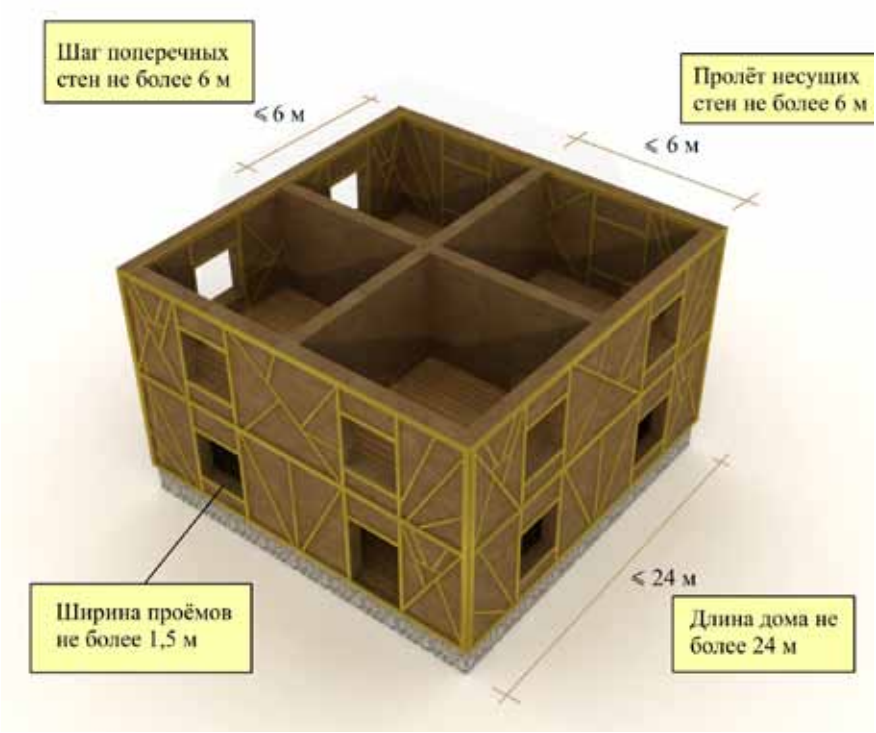

Рис. 6.1. Предельные параметры дома из деревянного каркаса при сейсмичности площадки 7 баллов
- при следующих параметрах (таблица 6.1) построенного дома (рис. 6.1 – 6.2):